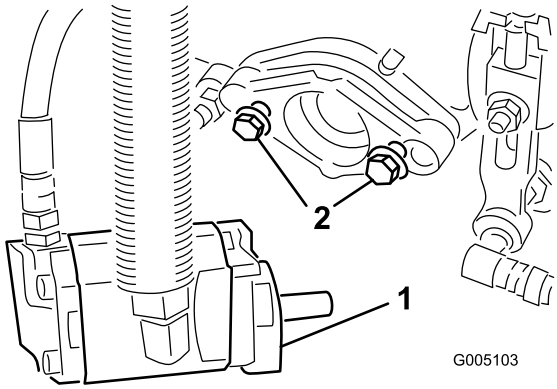

Figura 10
6. Assicuratevi che su ciascun bullone di montaggio del motore principale del cilindro sporgano circa 13 mm di filettatura (Figura 10).
9. Serrate i bulloni di fissaggio (Figura 10).